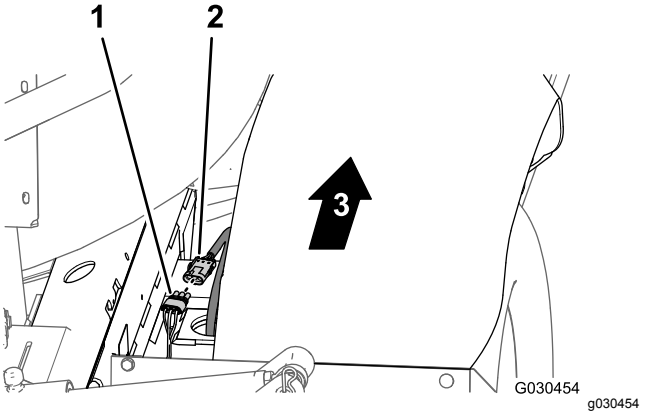

Figur 135
2. På baksidan av maskinen (mellan höger ramrör och höger stänkskärm) ansluter du kontakten med tre stift på hastighetsgivarens kablage vid höger hydrauldrivmotor till kontakten med tre uttag (omarkerad) på det bakre huvudkablaget (Figur 135).